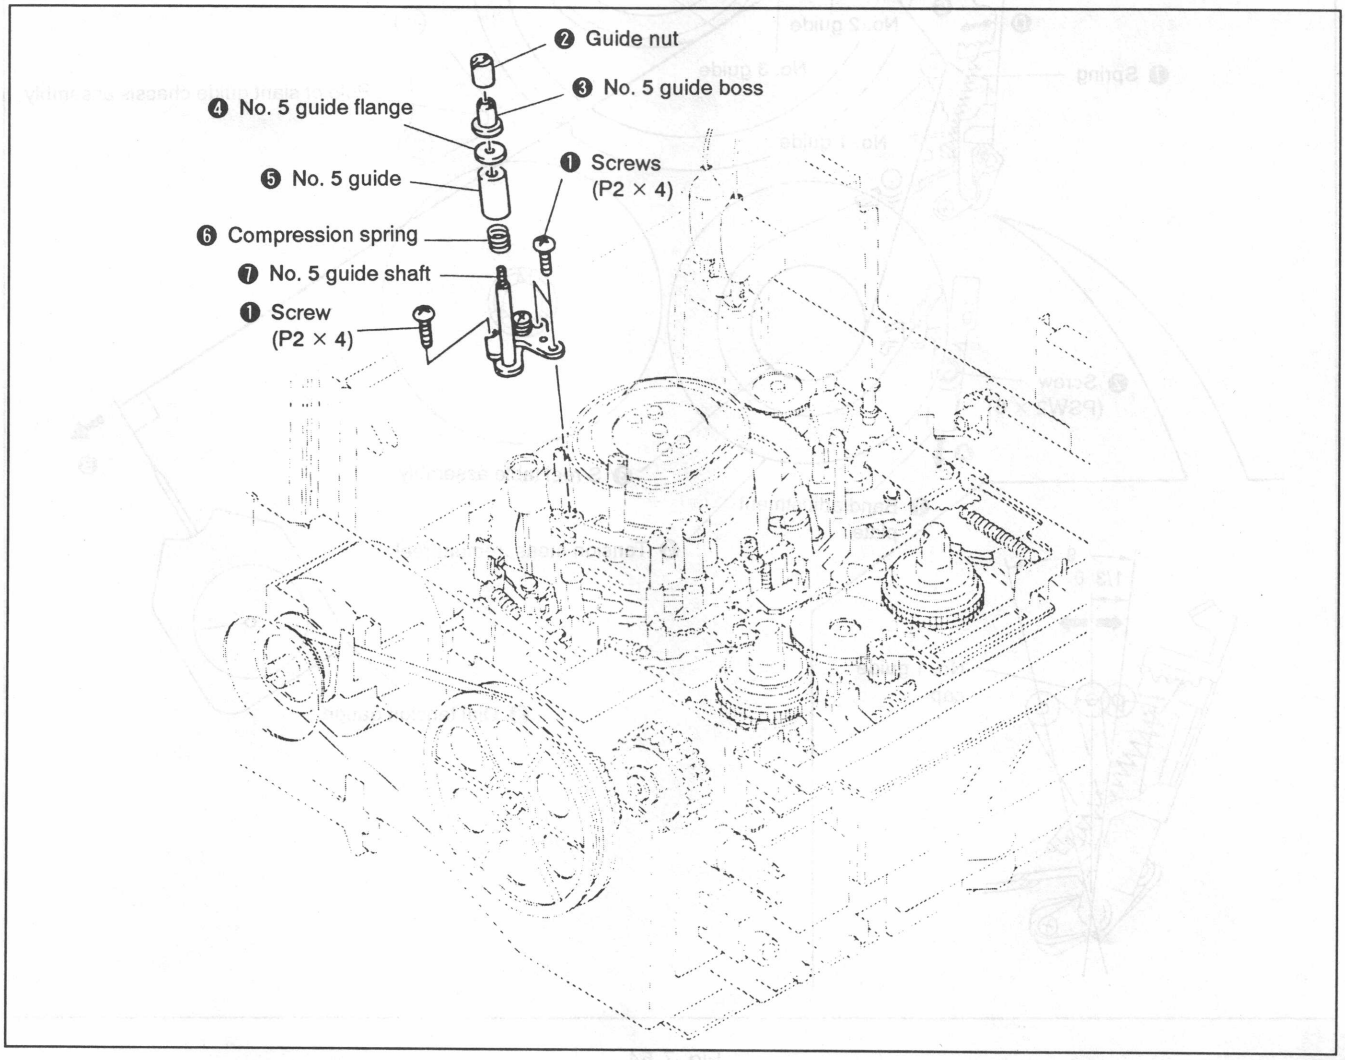

Fig. 7-53.
1. Removal (See Fig. 7-53.)
2. Mounting (See Fig. 7-53.)